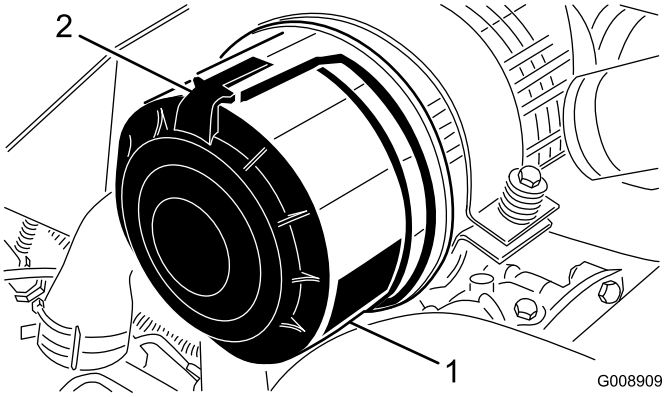

**Figur 59**
1. Åbn låsene, der fastgør luftfilterdækslet til luftfilterhuset (Figur 59).